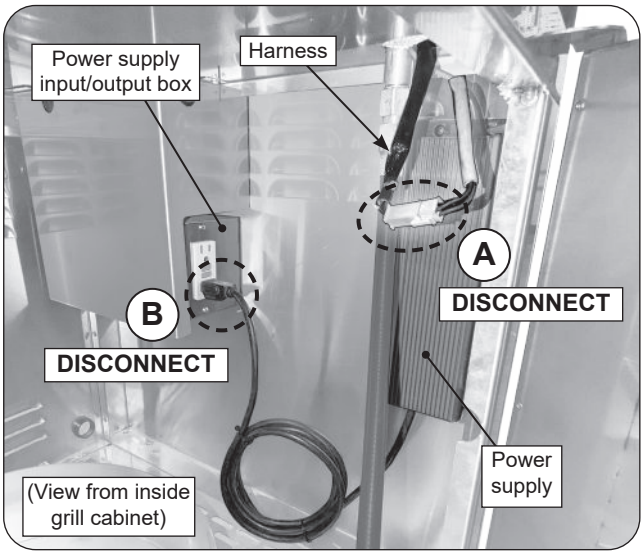

Fig. 40-1 Perform system reset
2. From inside the grill cabinet, locate the harness and disconnect it from the power supply (see Fig. 40-1, A).
3. Disconnect the power supply cord from the input/output box (see Fig. 40-1, B).